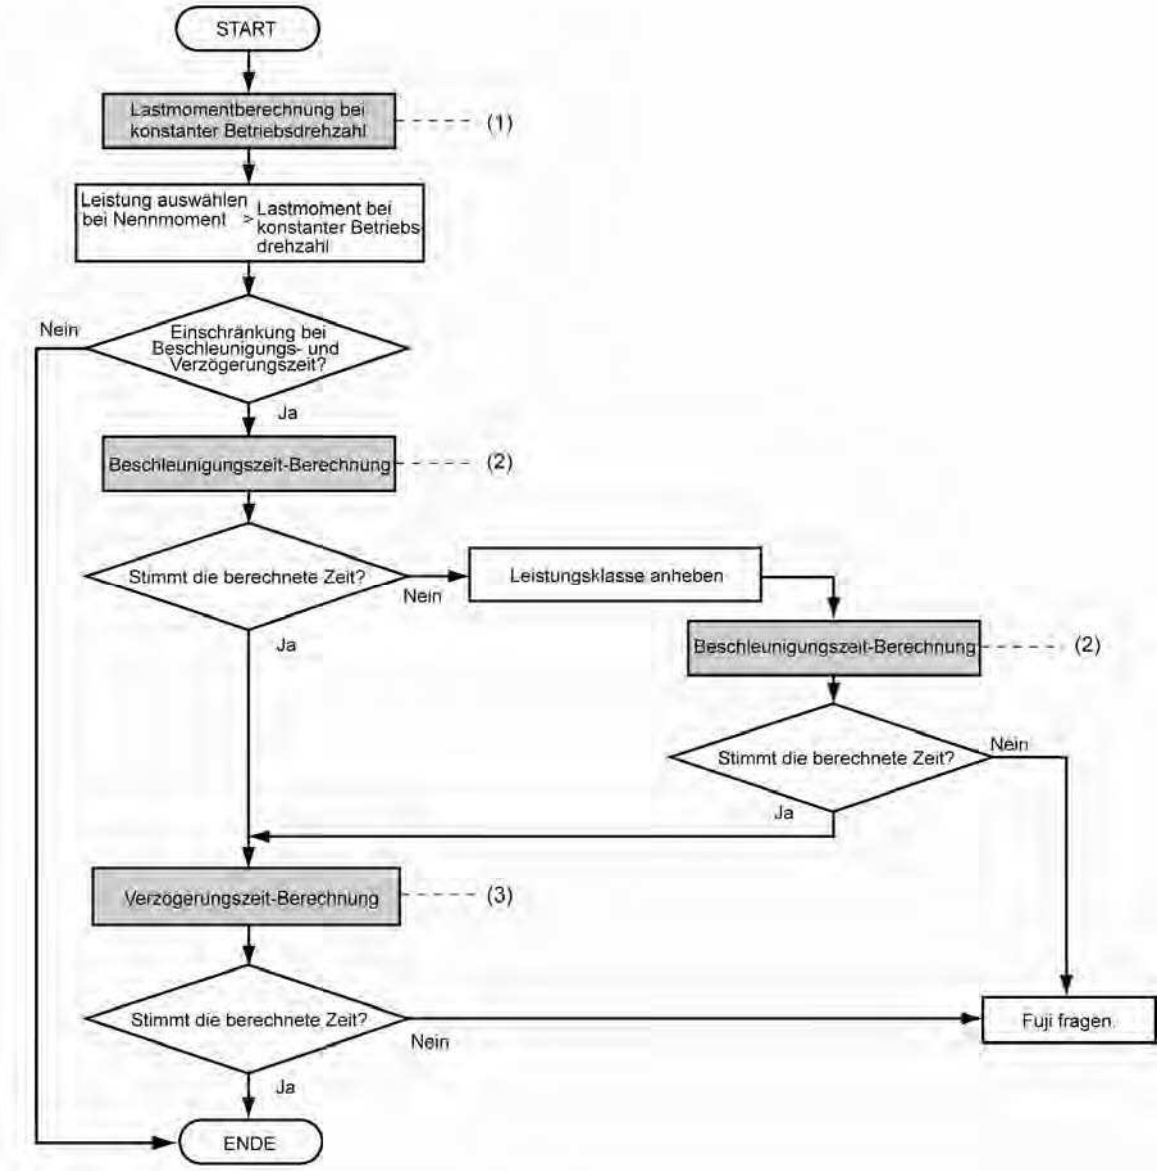

Abbildung 7.3 Auswahlprozedur
Abbildung 7.3 zeigt die allgemeine Auswahl des optimalen Umrichters. Die mit (1) bis (3) nummerierten Positionen werden auf den folgenden Seiten erläutert.